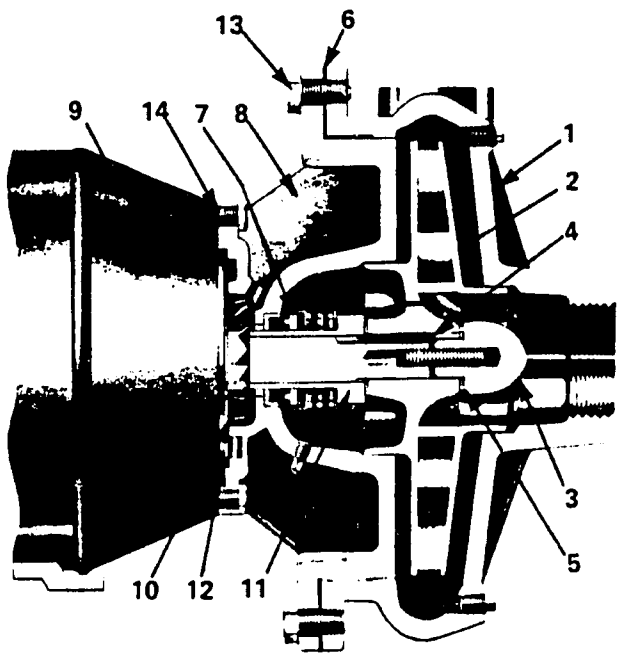

FIGURE 7
15. To assemble mechanical seal rotating element (6) onto the shaft:
16. Replace the stop washer (4) and screw the impeller (2) onto the shaft while holding shaft stationary with screwdriver placed in motor shaft slot. The stop washer has a radius machined on one of the outer diameter edges. The washer is to be assembled with this edge against the impeller. Make sure impeller is snugged up tight. Use a screwdriver to pry the spring retainer (6D) away from the impeller (2) to be sure that the retainer isn't caught between the shaft shoulder and impeller.
17. Replace impeller nut (3), snug nut up tight.
18. Place the gasket (5) on the head (7) and assemble both to the case (1) using 8 hex head cap screws (11).
B. A9 PUMP SERIES A DISASSEMBLY AND ASSEMBLY (Ref. Fig. 7 & 8)
3. Remove the 12 hex head screws (13) holding the head (8) to the case (1). Disassemble the head (8) from the case (1) by sliding the motor back.
4. Remove impeller nut (3) by turning it counter clockwise.
5. Remove impeller (2) and its key (4) from the shaft.
6. To remove head (8), mechanical seal (7), gasket (5) and sleeve (11) remove the 4 hex head cap screws (14) and pull the head (8) from motor (9). Caution must be exercised not to scratch, mar or gouge the sleeve during this operation.
7. Remove slinger (10) and shield (12) from shaft.
8. Remove the mechanical seal stationary seat (7a) from the head (8).
9. Remove the gasket (6) from head (8) and clean gasket surfaces on both the case (1) and head (8).